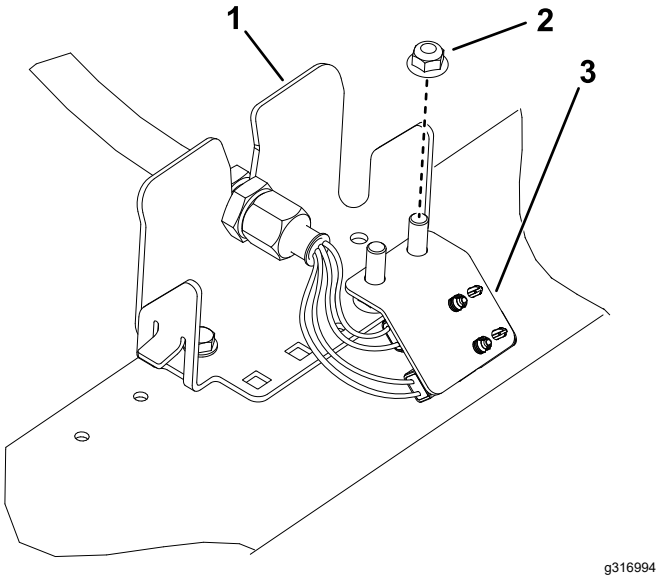
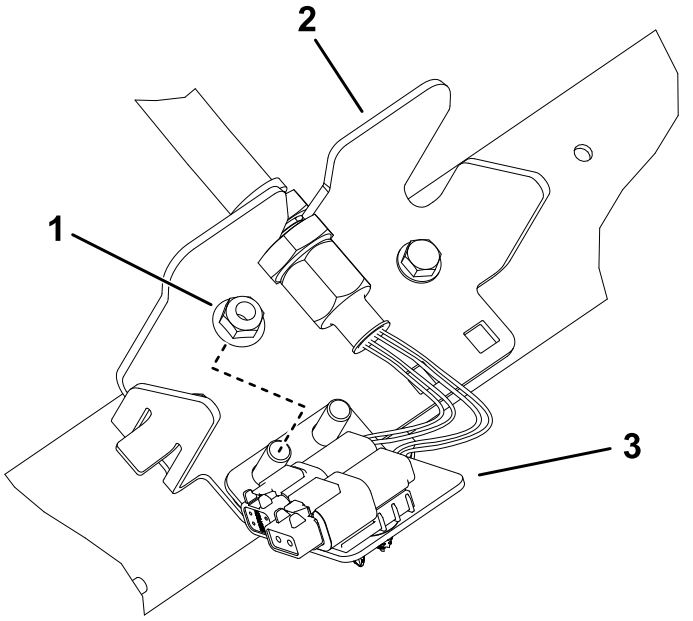

Figur 27
Figur 30
6. Upprepa proceduren på de kvarvarande fyra platserna på motorväggen i enlighet med Figur 27 till Figur 30.